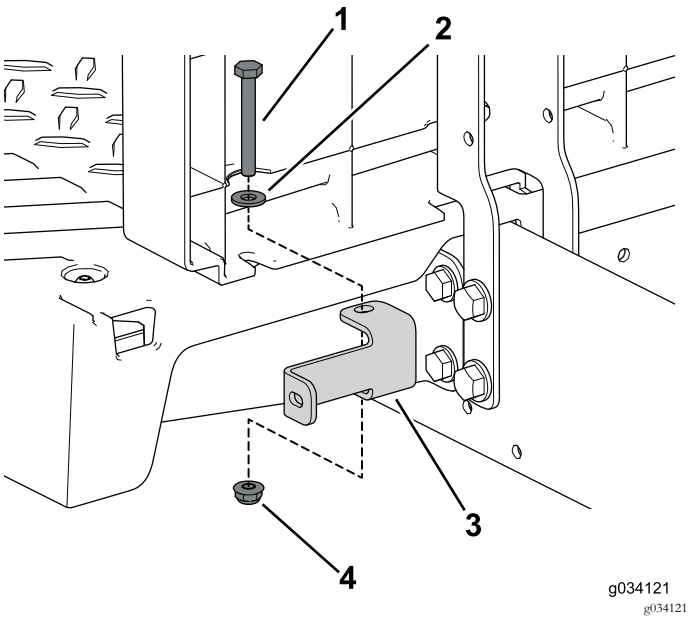

Figure 86
7. Servez-vous des 2 boulons (¼" x 2"), de la rondelle et du contre-écrou pour fixer les supports de panneau gauche et droit sur la machine (Figure 86).
8. Utilisez les 4 vis autotaraudeuses pour fixer le couvercle latéral gauche à l'ensemble siège (Figure 86).